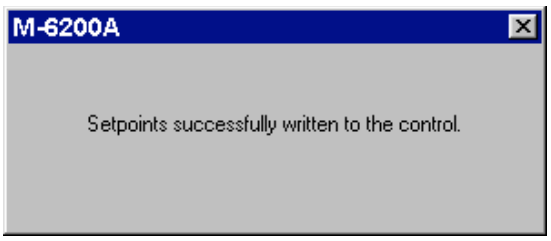
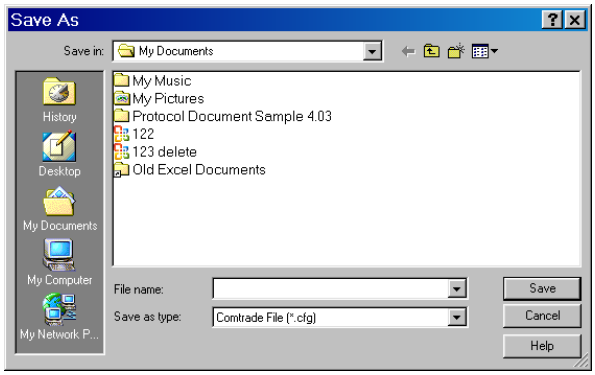

Figure 2-24 Setpoints Successfully Written To Control Confirmation Screen
Figure 2-25 Data Log Download (Save As) Dialog Screen
5. Select "Download". TapTalk will display a "Setpoints Successfully written to the control" confirmation screen (Figure 2-24) and then display a "Save As" dialog screen (Figure 2-25).